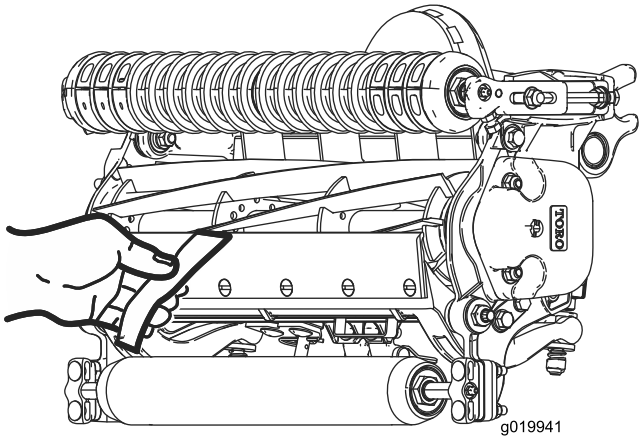

**Figuur 20**
2. Test de maaiprestaties door een lange strook maaitestpapier (Toro onderdeelnummer 125-5610) tussen de snijplaat en de messenkooi te steken, loodrecht op de snijplaat (Figuur 20). Draai de messenkooi traag naar voren. Het papier moet gesneden worden.